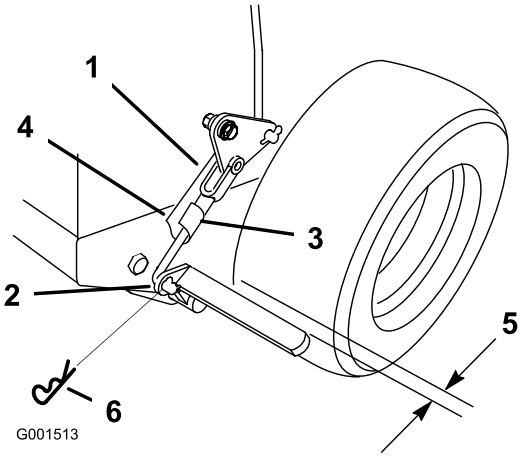

Figur 42
3. Fjern låseclipsen fra den nedre bremseforbindelse (Figur 42).
4. Drej den nedre bremseforbindelsesgaffel med uret ind i gaflen for at spænde parkeringsbremsen. Drej den nedre bremseforbindelsesgaffel ud af gaflen for at løsne parkeringsbremsen (Figur 42).
Bemærk: Der skal være ca. 6 mm afstand mellem hjulet og den flade stang, når parkeringsbremsen er deaktiveret (Figur 42).
5. Fastgør den nedre forbindelse til det nedre bremsehåndtag med låseclipsen og gaffelbolten (Figur 42).